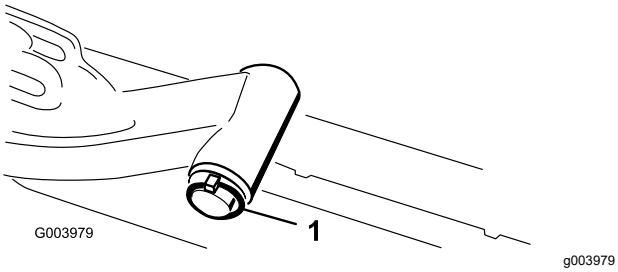

Rysunek 12
A. Wyjmij zawleczkę i zdejmij podkładkę mocujące sworzeń drążka do ramienia podnoszącego i zsuń sworzeń drążka z ramienia podnoszącego (Rysunek 12).
C. Umieść drążek ramienia podnoszącego na ramieniu i zamocuj go za pomocą podkładki i zawleczki (Rysunek 12).